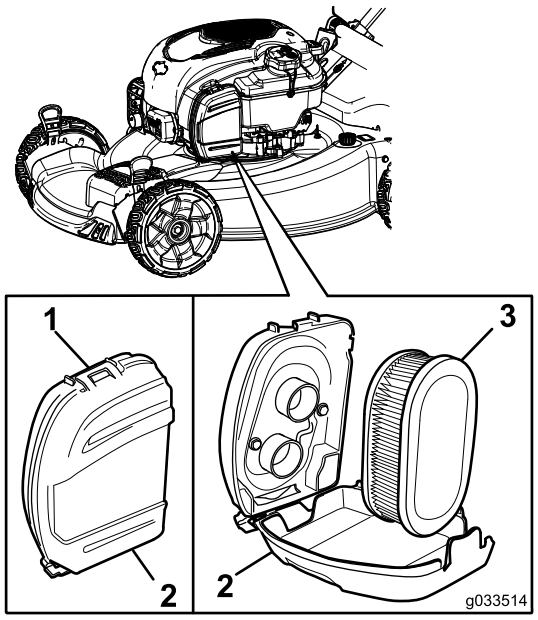

Figuur 31
1. Maak de sluiting van het luchtfilterdeksel los (Figuur 31).
2. Verwijder het luchtfilter (Figuur 31).